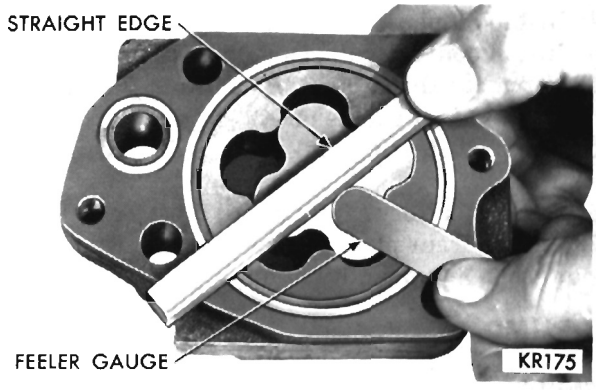

Fig. 60—Measuring Clearance Over Rotors
(6) Install inner rotor into pump body and place a straightedge across the face between bolt holes (Fig. 60). If a feeler gauge of more than .004 inch can be inserted between the rotors and straightedge, replace pump body.